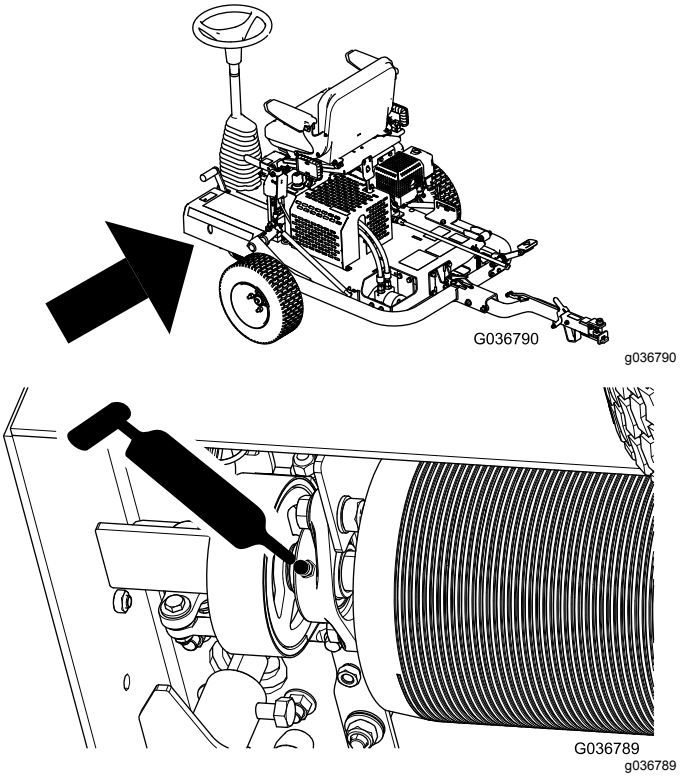

Figura 25
3. Coloque lubrificante no bocal tal como se mostra na Figura 25.